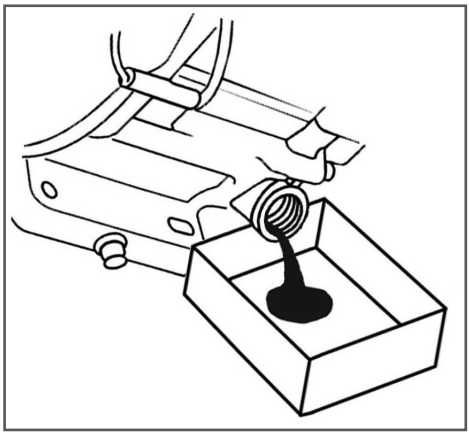

Рис. 20 Замена моторного масла
(1) Техническое обслуживание должно осуществляться более часто, при работе в пыльных условиях.
(2) Данный вид работ необходимо выполнять в авторизованном сервисном центре.
6. С помощником наклоните скарификатор в сторону маслозаливной горловины двигателя и слейте отработанное масло через маслозаливную горловину в подготовленную для этого емкость (Рис. 20).